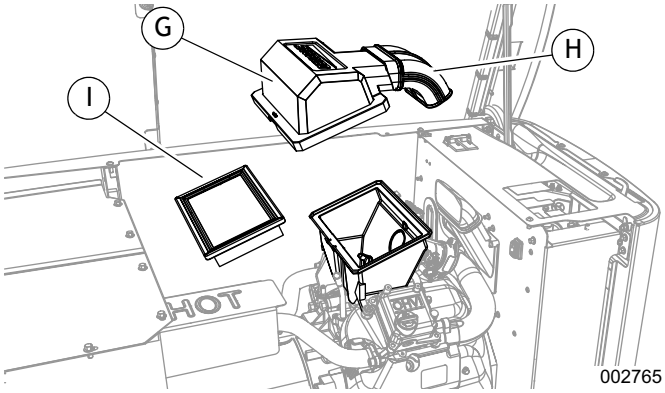

Рисунок 6. Демонтаж крышки воздушной коробки (серия 500/1000)
1. См. ***Рисунок 6***. Снимите крышку воздушной коробки (G), колено впускной магистрали (H) и воздушный фильтр (I).